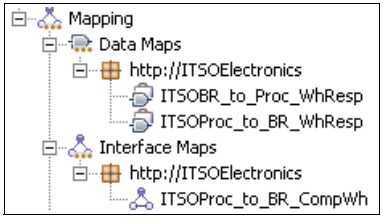

Figure 10-72 Interface map artifacts
12. Press Ctrl+S to save the map, and then close the Interface Mapping Editor. The artifacts should be now available as shown in Figure 10-72.